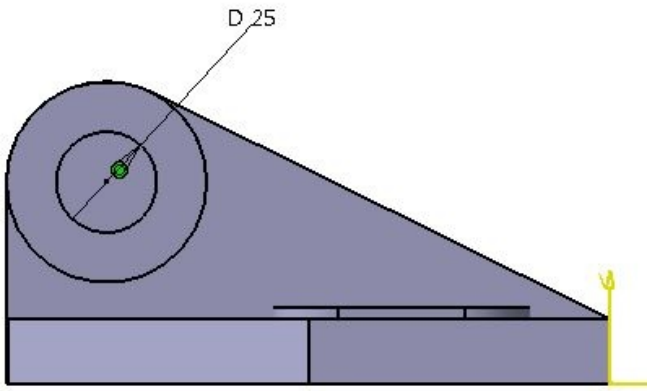

Figure 5-78 *Sketch for fifth feature*
e. Create the fifth feature of the model, which is **Pocket** feature, by drawing the sketch on the front face of the fourth feature; refer to Figures 5-78 and 5-79.
2. Draw the sketch for the fifth feature, as shown in Figure 5-78, and then exit the **Sketcher** workbench.